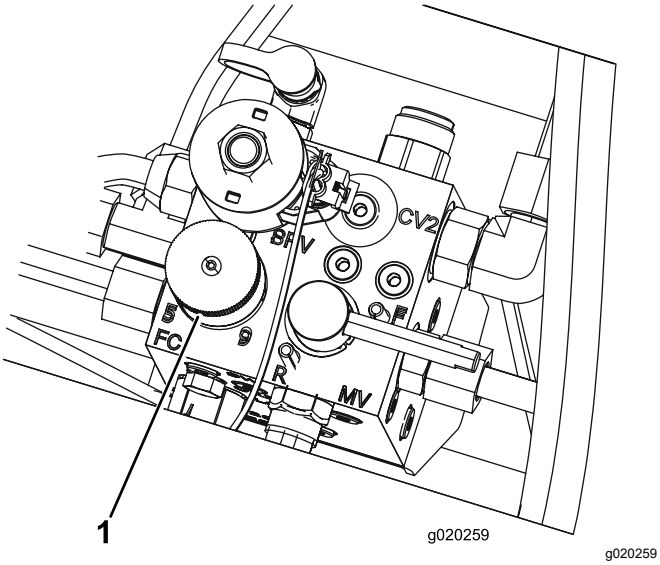

Figur 33
4. Ställ in cylinderhastigheten genom att vrida reglaget (Figur 33) tills indikatorpilen ligger i linje med det nummer som markerar önskad inställning.